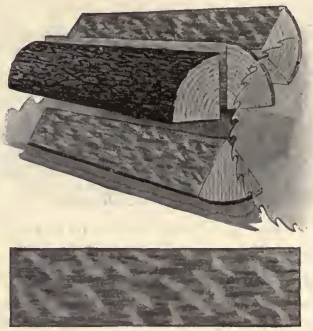

Fig. 16.
26. **Quarter-Sawed Lumber.**— Lumber sawed with the surface of the board parallel to the medullary rays shows the beautiful markings of these rays. Such lumber is said to be quarter-sawed and does not check badly. See Fig. 16.